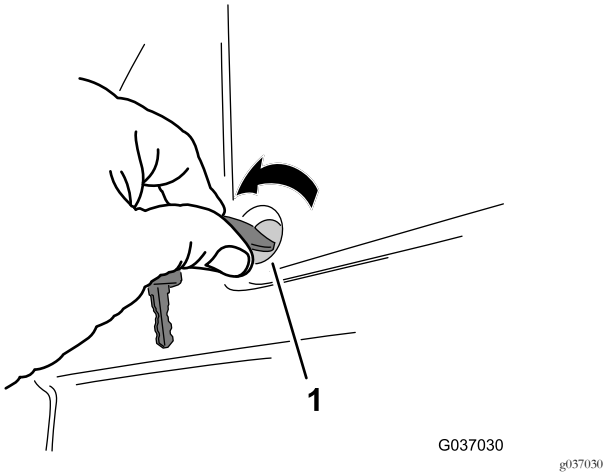

Figur 1
1. Drej de to kvartdrejningsbeslag, der fastgør batteridækslet til førerplatformen, mod uret, og fjern dækslet (Figur 1).